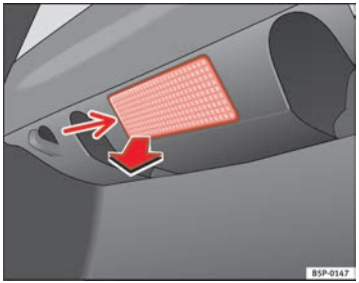

Fig. 198 Luggage compartment light
- Remove the bulb by pressing on the inside edge of this -arrow- using the flat side of a screwdriver ⇒ fig. 198.